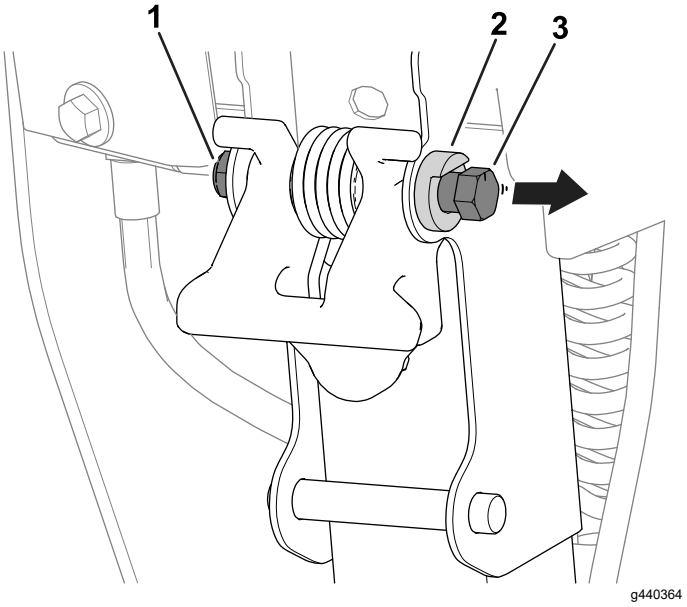

Rysunek 13
1. Poluzuj nakrętkę na śrubie zatrzasku tak, aby łeb śruby mógł się swobodnie poruszać tuż za ogranicznikiem obrotu (Rysunek 13).
3. Dokręć nakrętkę śruby zatrzasku (Rysunek 13) tak, aby śruba w nowym położeniu zablokowała się w ograniczniku obrotu.